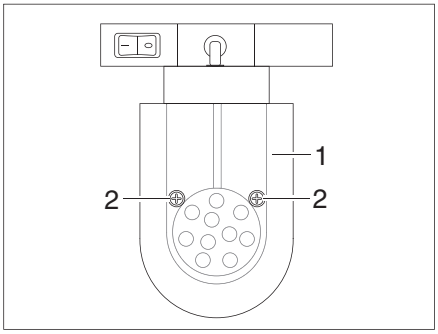

Fig. 157 Halogen spotlight (movable)
- Loosen the fixing screws (Fig. 157,1).
- Carefully remove the lamp chalice (Fig. 157,2) from the holder.